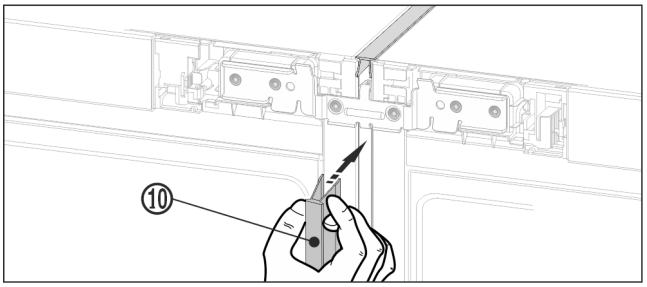

*Fig. 22 **
▶ On the front, press the long cover strip *Fig. 22 (10)* into the vertical gap. Ensure that the strip rests on the connecting plate.*